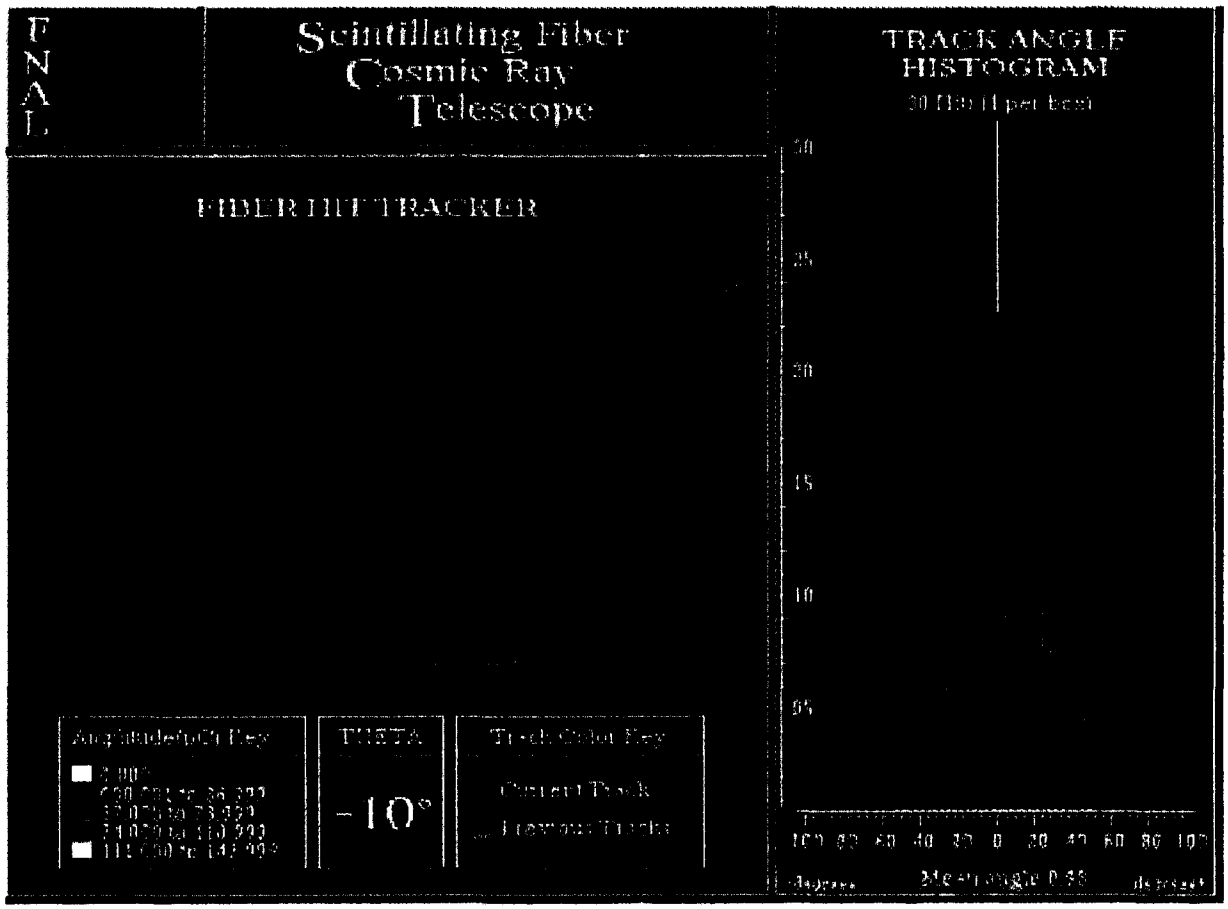

**FIGURE 1.** Screen Display from the Cosmic Ray Telescope
We expect the largest Cosmic particle flux to reach the Earth's surface from the Zenith (directly overhead). Tracks from this direction travel through a thinner layer of atmosphere, and so less are absorbed by atmospheric Nitrogen and Oxygen. When one does this experiment, one will see the display of the charged Cosmic-Ray particle tracks together with their angular distribution after some time. (Figure 1).
6. When the screen changes to the data taking view (Figure 1), disconnect the lemo cable from the 4301 GAI input, and connect the lemo cable from the 622 OUT to the 4301 GAI input. The system can now trigger on the plastic scintillator coincidence.